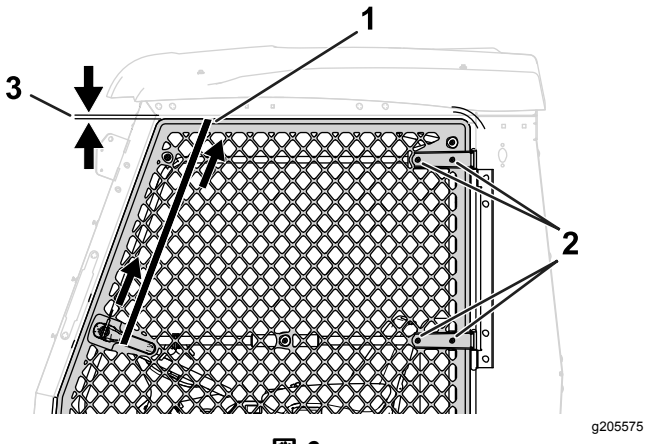

図 6
2. ドアを閉めてラチェットストラップでドアを保持する図 6。
3. ドアヒンジのボルト4本とナット4個をゆるめる図 6。
4. ラチェットストラップを締めてドアを引き上げる図 6。